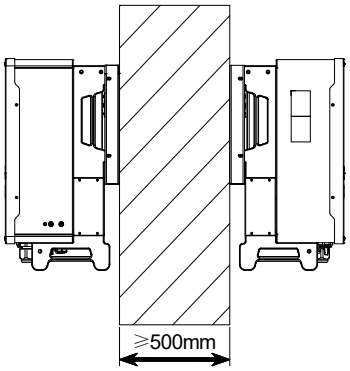

图4-5 背靠背安装
3) 背靠背安装逆变器时，需要在两台逆变器之间预留一定的距离，如图 4-5。